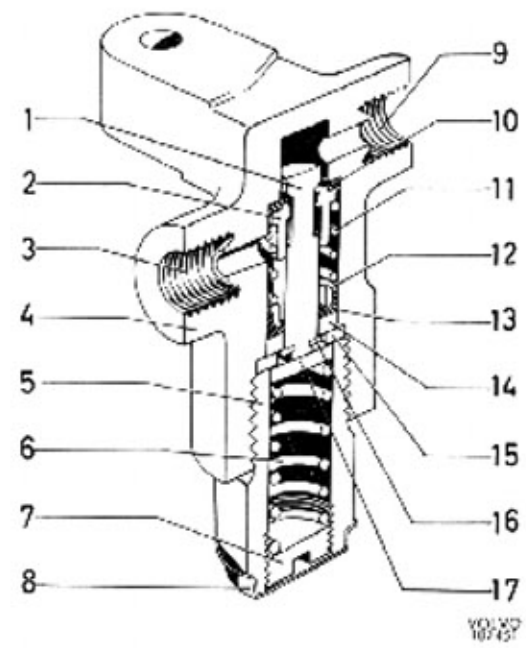

Bild 52-2. Bromskraftsbegränsare för bakhjulskrets
I bromsledningen till bakhjulsbromsen på raptgbil 9033 är en s k bromskraftsbegränsare inkopplad. Den är fastsatt med en klamma vid höger rambalk. Konstruktionen framgår av bild 52-2. Då fotbromsen ansätts och trycket når 23—29 kp/cm² stänger ventilen (1). Därmed avbryts vidare trycköverföring till bakhjulskretsen och maximalt tryck har erhållits. Ventilens stängningstryck justeras in med justerskruven (7).
Spelet mellan kolv och cylinder skall vara 0,025—0,127 mm (0,001"—0,005") och mätas enligt bild 52-2. Överstiger spelet 0,127 mm provas med ny kolv. Hjälper ej detta måste hjulcylindern bytas.